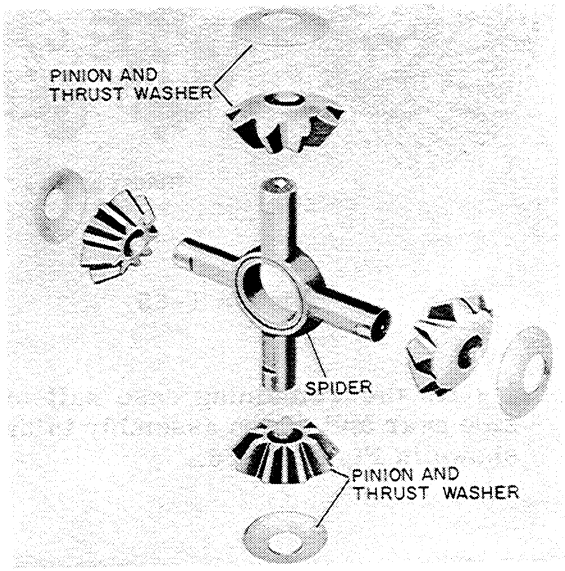

Figure T-63
4. Now assemble the spider and pinion gears in the order shown in Figure T-63.